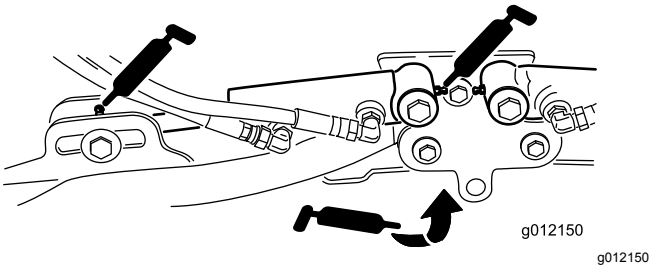

Figur 65
- Klippeenhedens løftearmscylindere (2 hver) (Figur 65)
- Løftearmenes drejetapper (1 hver) (Figur 65)